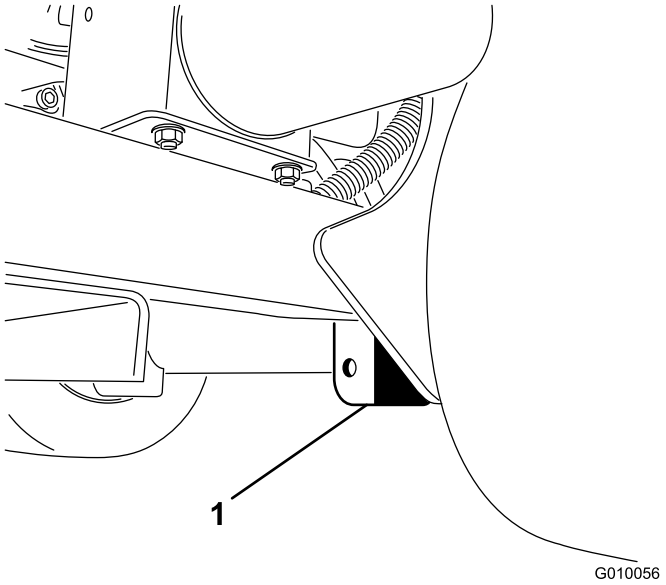

Figur 42
2. Plasser jekken trygt under rammeplaten, rett på innsiden av bakhjulet (Figur 42).